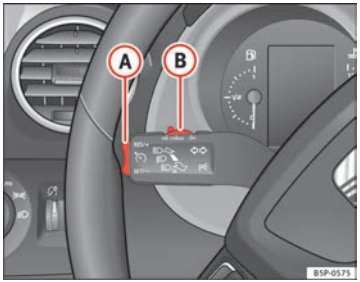

Fig. 148 Turn signal and main beam headlight lever: switch and rocker switch for the cruise control
– Push the switch ⇒ Fig. 148 (B) to the left to **ON**.